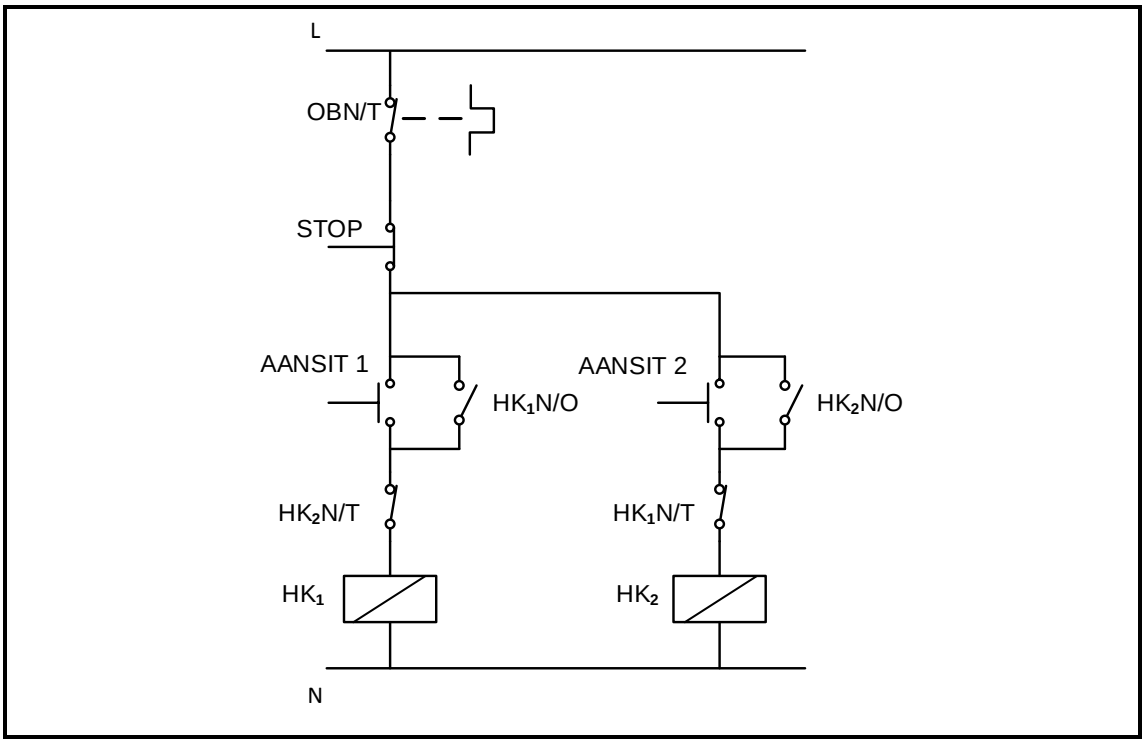

FIGUUR 5.5: BEHEERKRING
5.5 FIGUUR 5.5 hieronder toon die beheerkring van 'n driefasemotoraansitter.
5.5.1 Identifiseer die beheerkring in FIGUUR 5.5. (1)